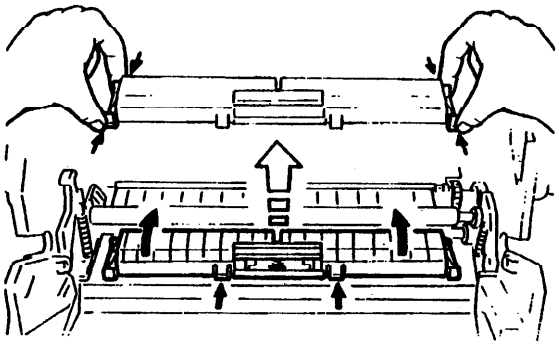

Рис. 1. Правая направляющая для бумаги
9. Снимите правую направляющую для бумаги (Рис. 1)